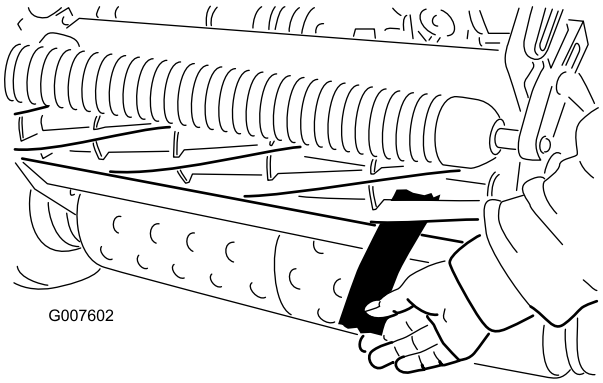

Rysunek 47
12. Przetestuj efektywność cięcia poprzez wsunięcie długiego paska papieru do testu cięcia między wirnik a nóż dolny, prostopadle do noża dolnego (Rysunek 47). Powoli obracaj wirnik do przodu; powinien on przeciąć papier.